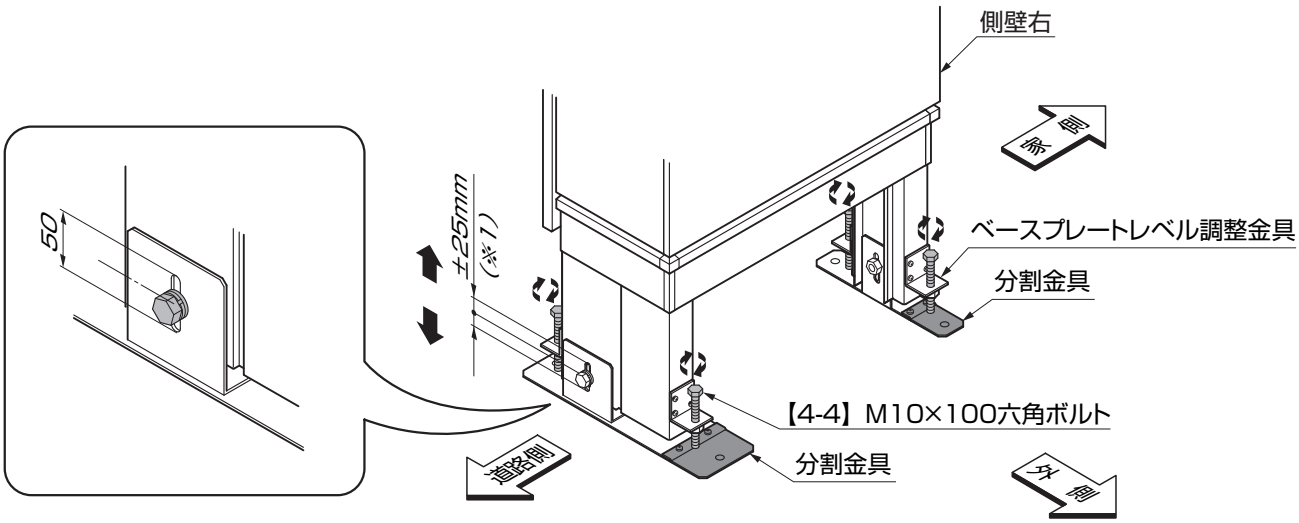

図3-2 ベースプレート調整手順詳細図
④ベースプレートレベル調整金具に上方向から【4-4】を軽くねじ込んでください。(図3-2参照)
●最終的なレベル調整は、「6 基礎コンクリートの施工 3.間口寸法と側壁の倒れ調整」時に【4-4】を使って±25mmの範囲(※1)で調整してください。(図3-2参照)